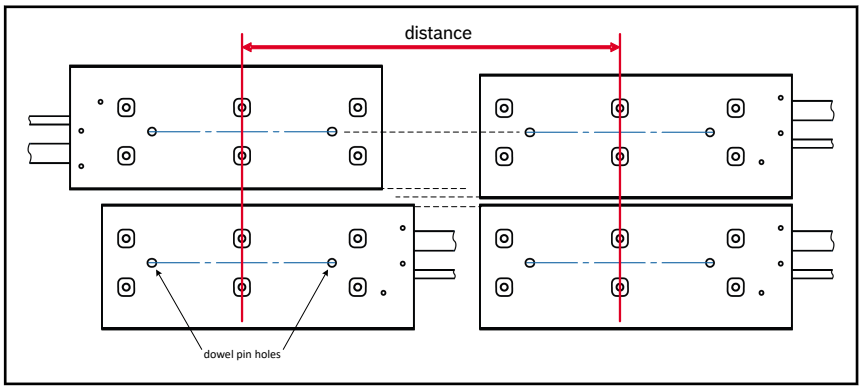

Fig. 4-6: Coil orientation vs distance between the coils
- The center of the active part of the coil is exactly in the middle in between the two dowel pin holes. Therefore, the distance between the coils is defined as in fig. 4-6 "Coil orientation vs distance between the coils" on page 31.